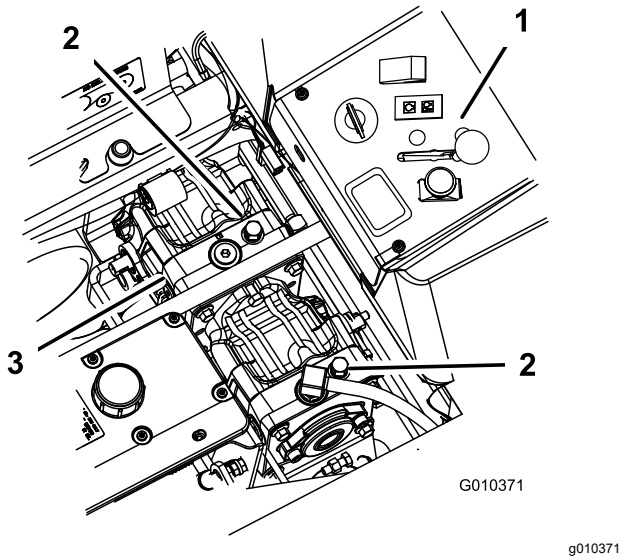

Figuur 38
3. Draai de omloopkleppen een slag naar links om de machine te duwen (Figuur 38).
Draai de omloopkleppen 1 slag naar rechts om de machine in bedrijf te stellen (Figuur 38).